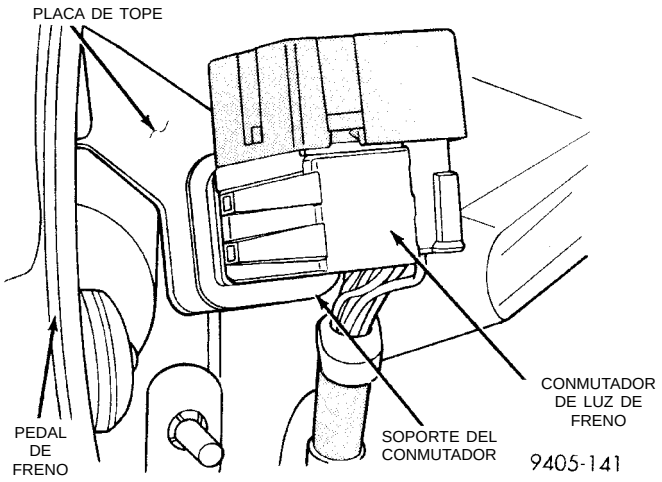

Fig. 163 Conmutador de luz de stop
(1) Oprima y mantenga oprimido el pedal de freno mientras hace girar el conmutador de luz de stop (Fig. 163) hacia la izquierda, aproximadamente 30 grados.
(2) Tire del conmutador hacia atrás y retírelo de su soporte de instalación.
(3) Desconecte el conector del mazo de cableado del conmutador de luz de stop.
PRECAUCION: No aplique una fuerza excesiva cuando tire hacia atrás del pedal de freno para ajustar el conmutador de luz de stop. Si se hiciera, podría dañar el conmutador de luz de stop o la placa de tope (Fig. 163).